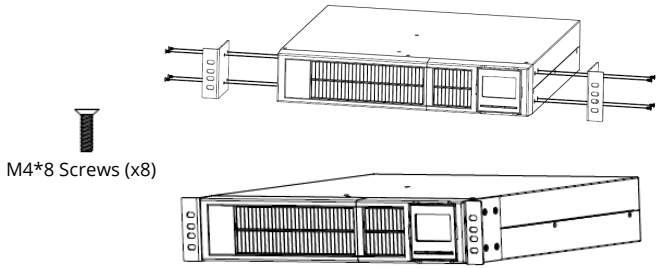

Figure 2
2. Use the (8) M4*8 flat head screws to attach the universal rackmount ears to the UPS and/or battery pack. (Fig. 2)